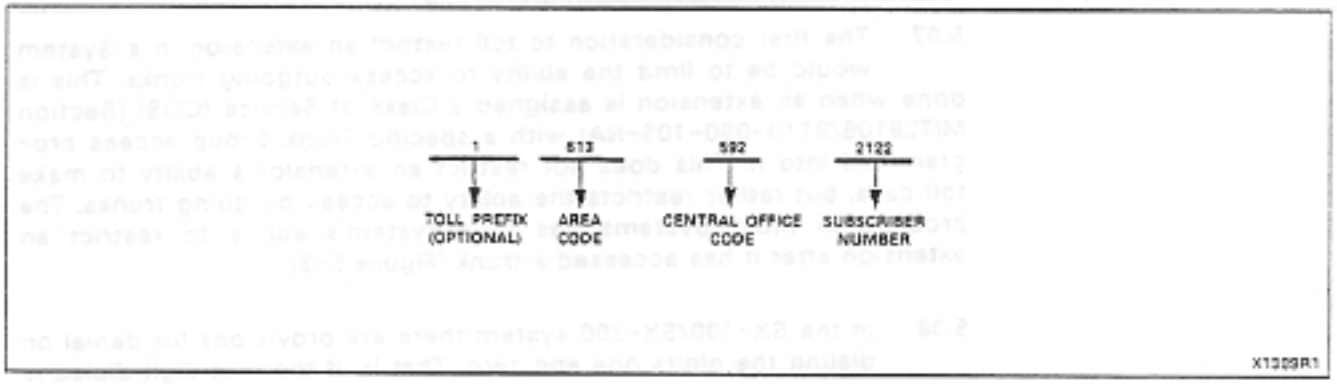

Figure 5-1 North American Plan
5.01 Almost every subscriber in the North American telephone system may access any other subscriber by dialing a maximum of ten or eleven digits. These digits consist of an optional toll prefix number (usually 1), a 3-digit area code, a 3-digit Central Office code and a 4-digit subscriber number (Figure 5-1).